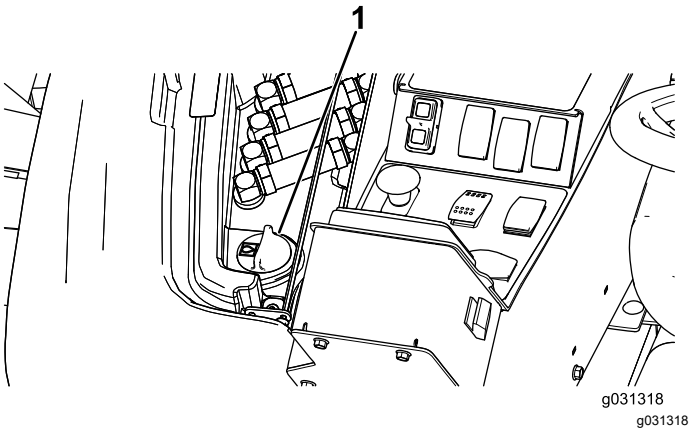

**Figuur 132**
2. Til het deksel van de dop van de hydraulische tank aan de rechterkant van de machine omhoog (Figuur 132).
3. Reinig de omgeving van de vulbuis en de dop van de hydraulische tank (Figuur 132).